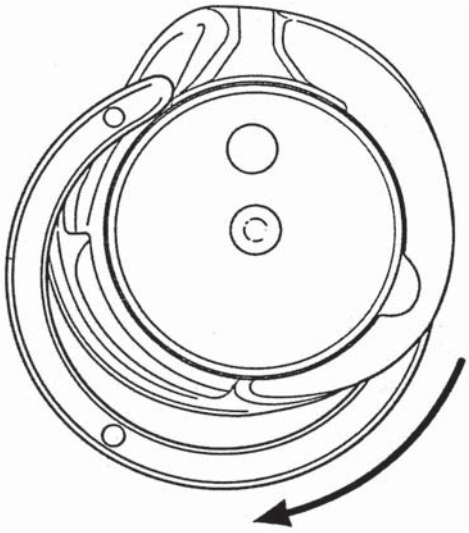

Fig. 26d
- Turn the sewing hook gib to the left into the bobbin case base (fig. 26d.).